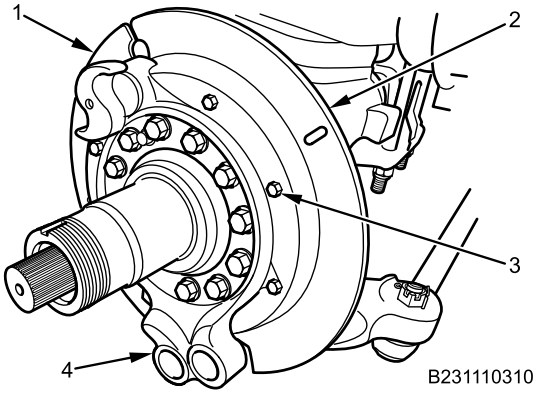

Figure 2. Dust Shield.
2. Install lower dust shield (Figure 2, Item 1) and upper dust shield (Figure 2, Item 2) on brake spider assembly (Figure 2, Item 4) with five new bolts (Figure 2, Item 3). Tighten securely.